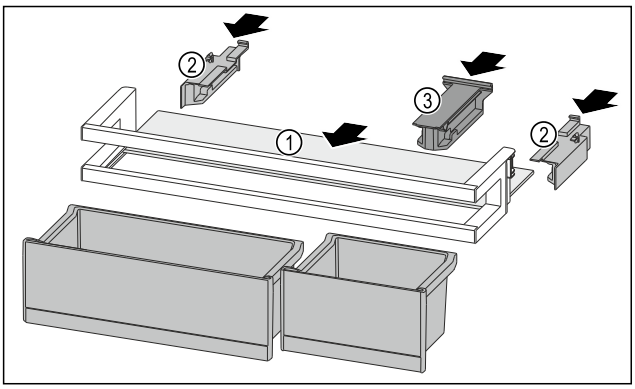

Fig. 201
▶ 将搁板 *Fig. 201 (1)*推入侧面凹槽。
▶ 插入侧面部分 *Fig. 201 (2)*。
▶ 插入定位件 *Fig. 201 (3)*。